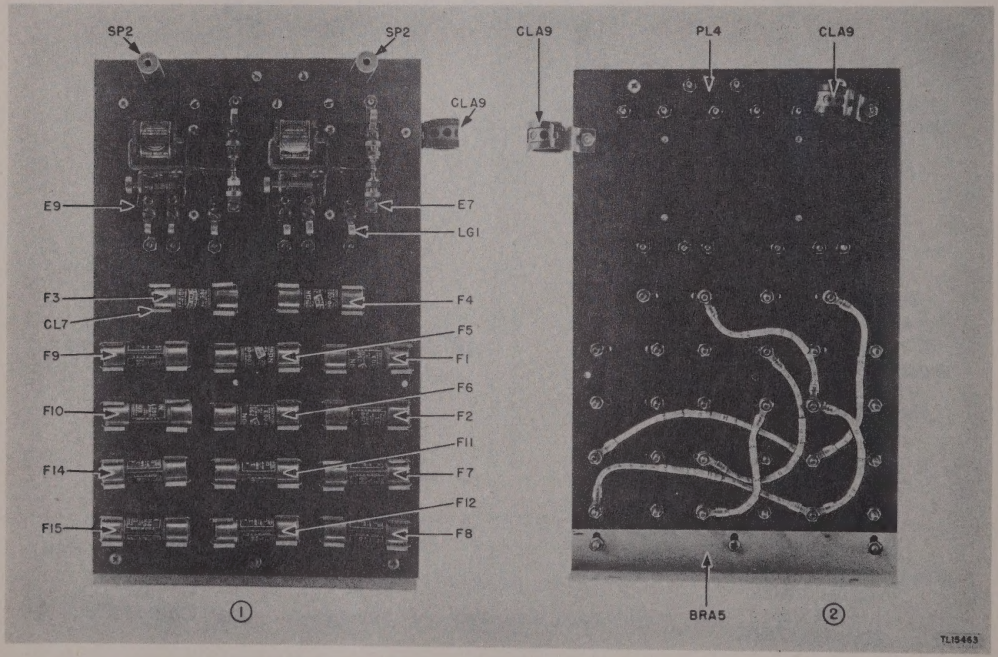

Figure 15. Fuse panel: ① Front view; ② Rear view.
b. The power fuses are located on the bakelite panel visible through the lowest window in the left door (fig. 15). See that the proper sizes are in place as follows: